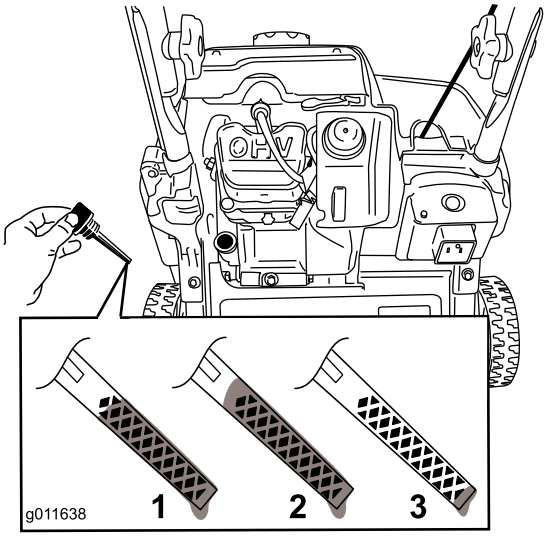

Rysunek 14
3. Wyczyść obszar wokół korka wlewu oleju (Rysunek 14).
8. Aby ustalić prawidłowy poziom oleju na wskaźniku, patrz Rysunek 14.